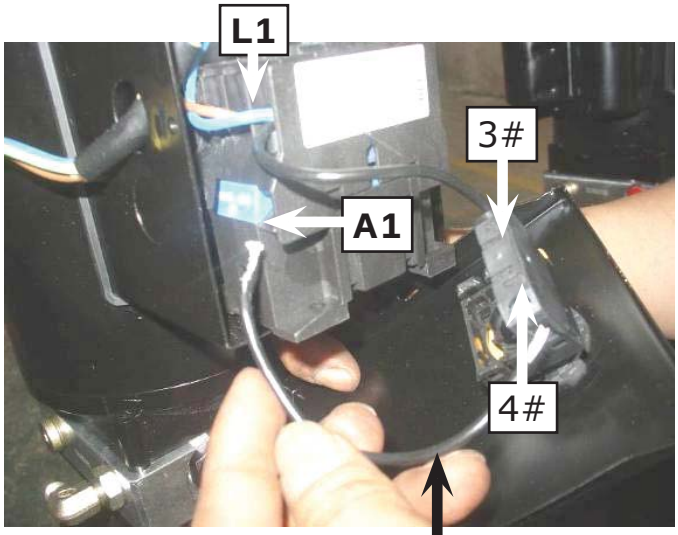
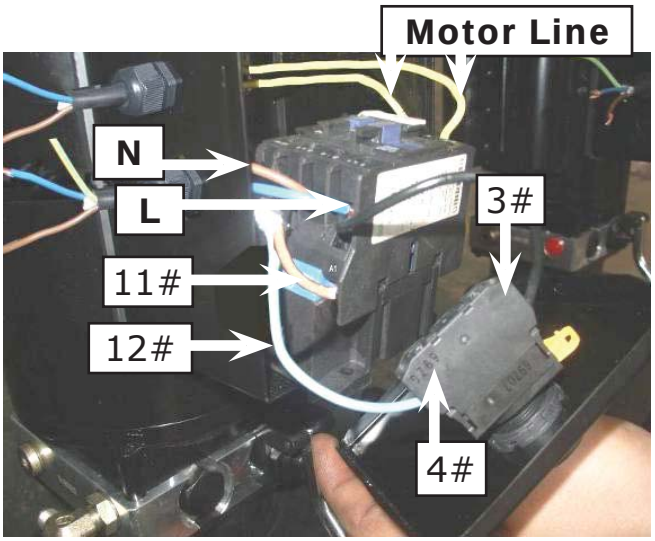

Fig. 35
Fig. 36
4. Connecting the Limit Switch: Remove the line of Connecting Terminal **4#** on the up button and **A1** on the AC contactor **(See Fig. 35)**. Then connect wire **12#** on the Limit Switch with Terminal **4#** on the control button and connect wire **11#** with terminals **A1** on the AC contactor. **(See Fig. 36)**